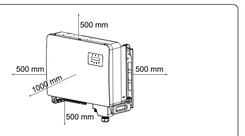

Figura 5.2 Espacio libre para el montaje del inversor
- Si se instalan varios inversores en el sitio, se debe mantener un espacio libre mínimo de 500 mm entre cada inversor y todos los demás equipos montados. La parte inferior del inversor debe estar al menos a 500 mm del suelo. Ver Figura 5.2.